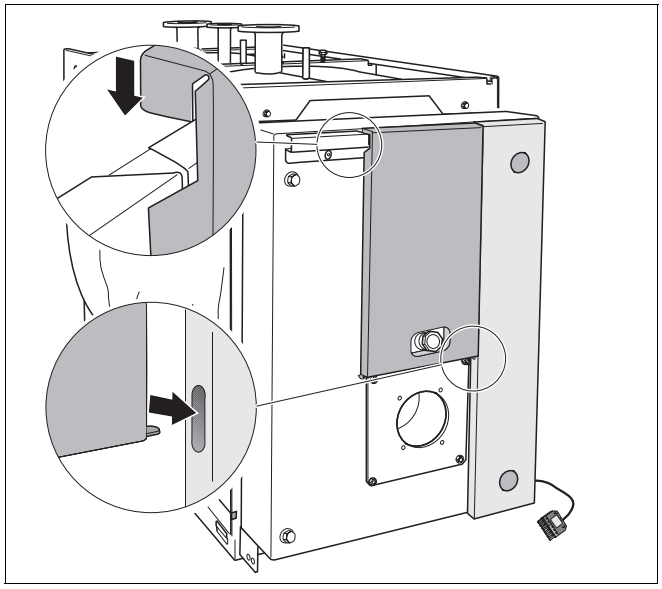

Rys. 28 Montaż środkowej osłony
- Włożyć środkową osłonę u góry w profil poprzeczny i wczepić od dołu zaczepem w wycięcie prawej osłony (rys. 28).